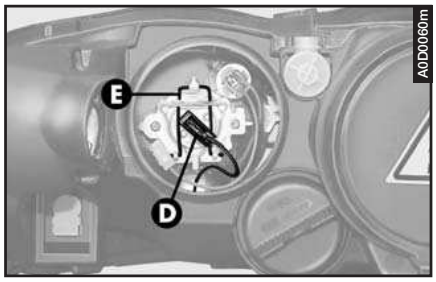

fig. 30
– Disconnect the snap-fitted connector (**D- fig. 30**) and release clip (**E**).